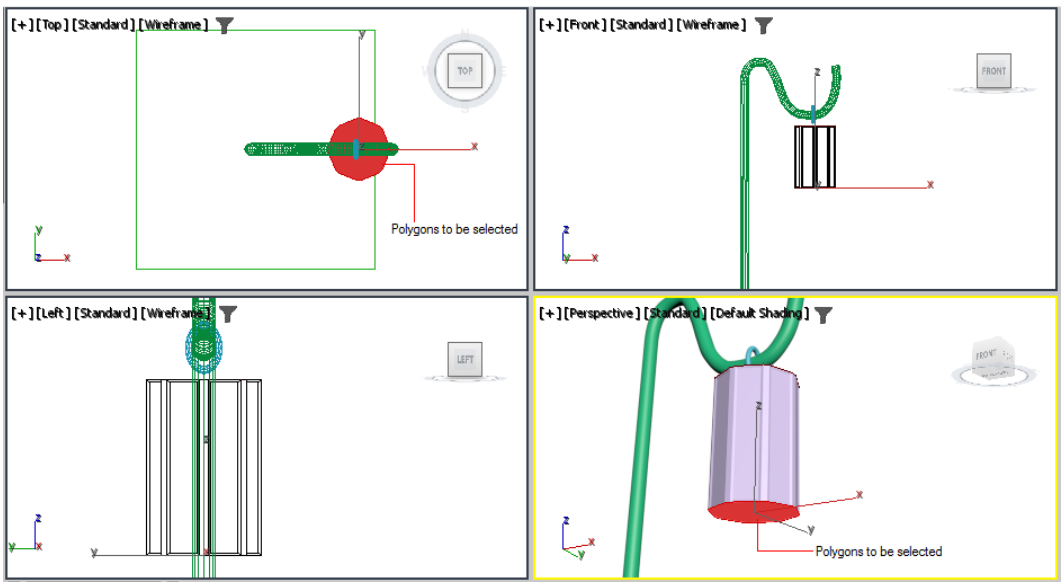

Figure 5-35 *The selected polygons*
10. Select the uppermost and lowermost polygons, as shown in Figure 5-35.